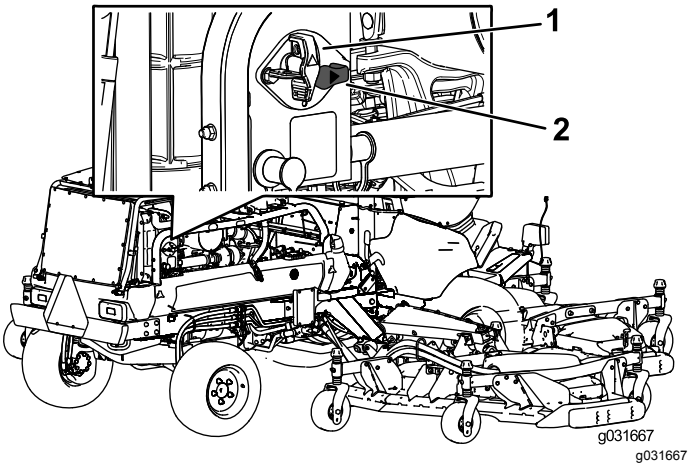

Figur 63
- Vrid bortkopplingsbrytaren för batteriet medurs till det PÅSLAGNA läget (Figur 63) för att koppla in elektriciteten för maskinen.
- Vrid bortkopplingsbrytaren för batteriet moturs till det AVSTÄNGDA läget (Figur 63) för att koppla från elektriciteten för maskinen.